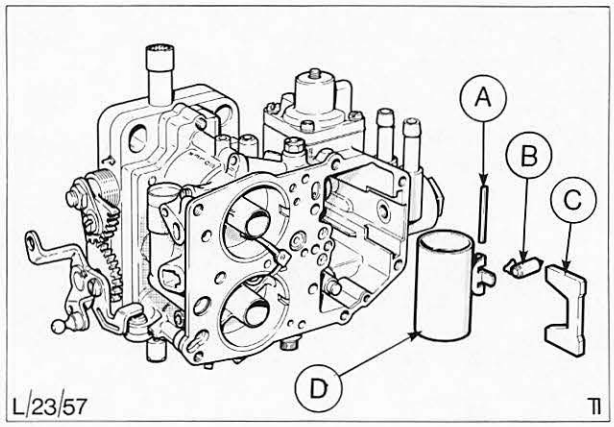

Abb. 118 Schwimmernadelventil und Schwimmer ausgebaut
12. Schwimmerventil, Schwimmer, Schwimmerachse und Kunststoffhalter einbauen, Abb. 118.